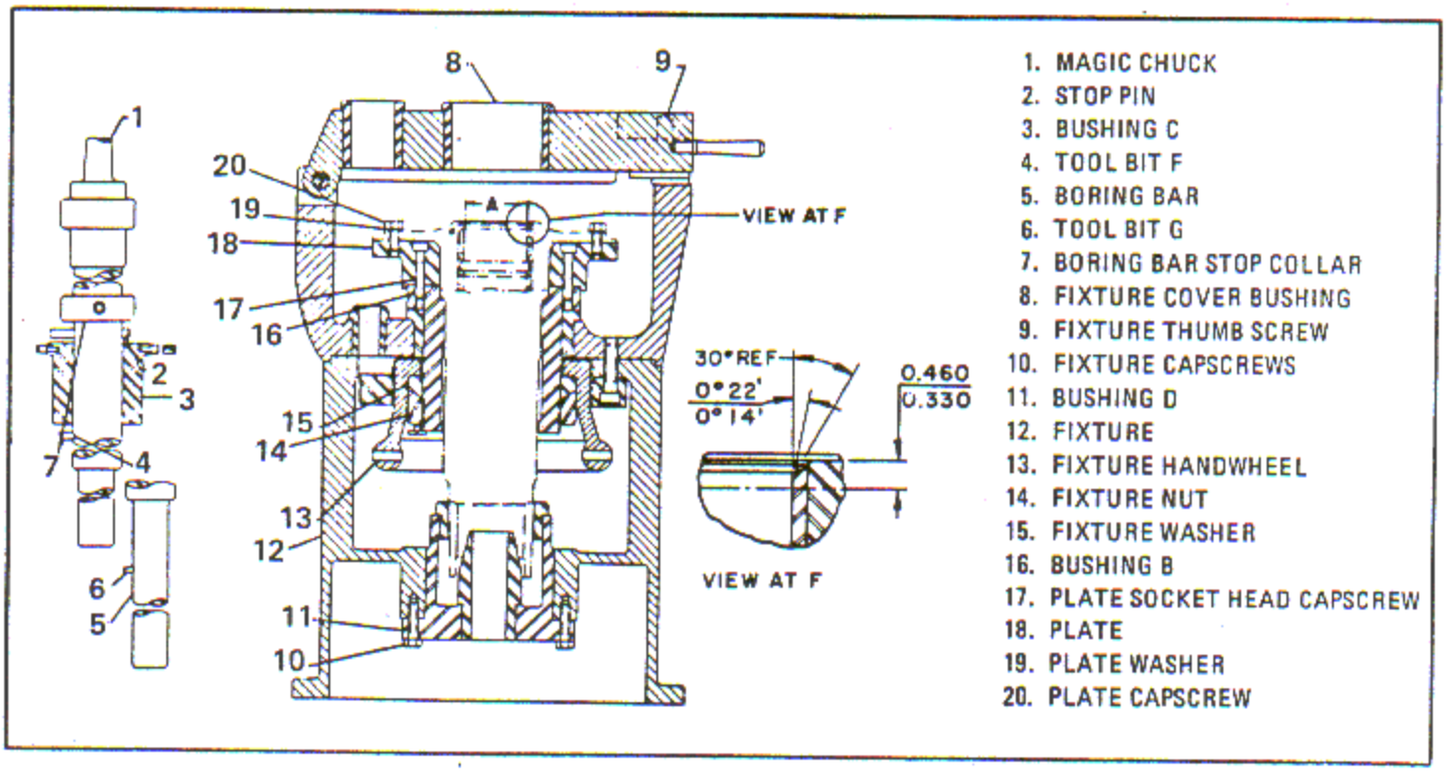

Figure 6-62. Form Taper in Rear Bushing
a. Assemble boring bar (5, figure 6-62), stop collar (7), bushing (3) and tool bit (6), as shown.
b. Insert the boring bar assembly into the fixture (12), support the boring bar with a 3/8 x 5 inch stop pin (2), locally fabricated from drill rod, in the hole provided in the boring bar. Assemble a magic chuck (1) and boring bar to a drill press spindle.
c. Set the boring bar stop collar (7) so that the top of the tool bit (6) will line up with the bottom of the original 30 degree chamfer in the rear bushing (11).